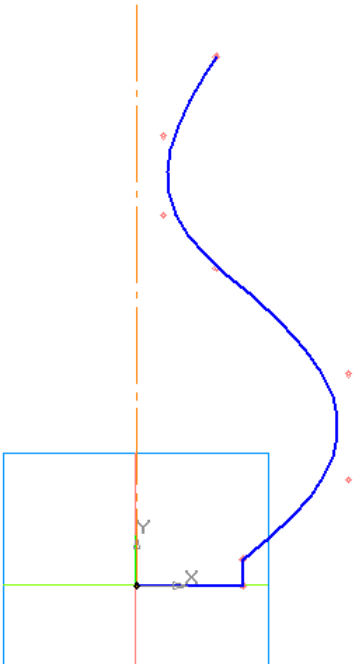

Рис. 9.12. Эскиз: образующая вазы и осевая линия.
3.7. Привяжитесь к точке (0; 0) и проведите вертикальный отрезок. Длина отрезка особого значения не имеет (рис. 9.12).